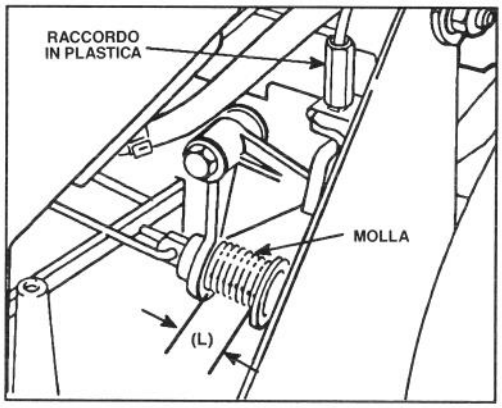

Figura 26
3. Spingete in giù la barra di comando e poi alzatela contro la stegola. Con la barra in questa posizione, misurate la lunghezza (L) della molla, come mostrato nella figura 26.